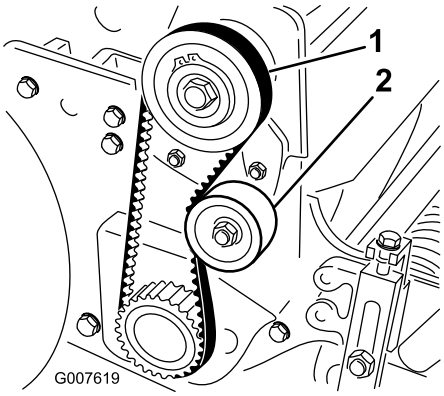

Figur 36
2. Kontrollera spänningen genom att trycka ned remmen mellan de två skivorna (Figur 36) med en kraft på 18–22 N·m. Remmen ska böjas ned 6 mm.
A. Lossa fästmuttern på mellanremskivan och sväng mellanremskivan medsols mot remmens baksida tills önskad remspänning erhålls (Figur 36).